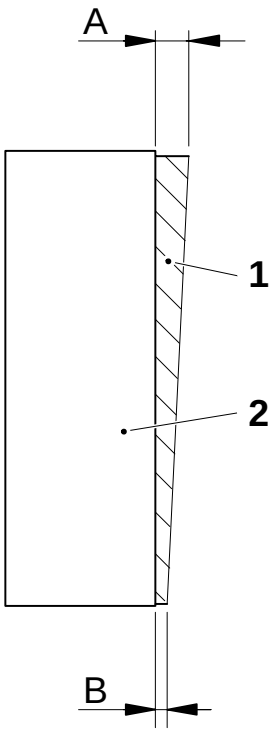

Fig. 1
Set the edge of the heat shield (1) outside the short stop nozzle (2) with dimensions A and B, see fig. 1.